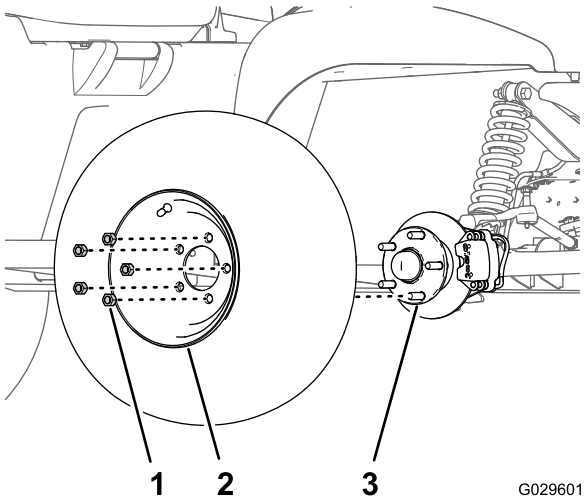

Figur 30
2. Fjern de 5 låsemøtrikker, der fastgør hjulet på navet (Figur 30).
4. Ret hullerne i hjulet ind efter hjultapperne i navet, og monter hjulet på navet med ventilspindlen siddende udvendigt (Figur 30).
5. Fastgør hjulet på navet med låsemøtrikkerne (Figur 30), og stram møtrikkerne til et moment på 108-122 Nm.